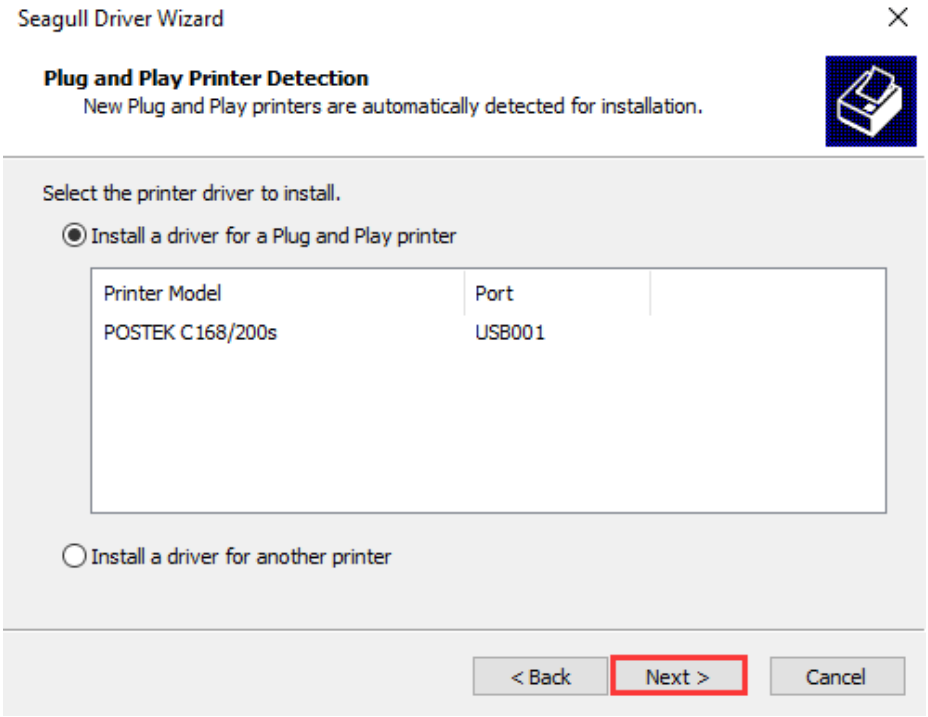

Figure 2-33 Printer Detected
7. The connected printer will be detected (POSTEK C168/200s for example), click "Next", as shown in Figure 2-33.